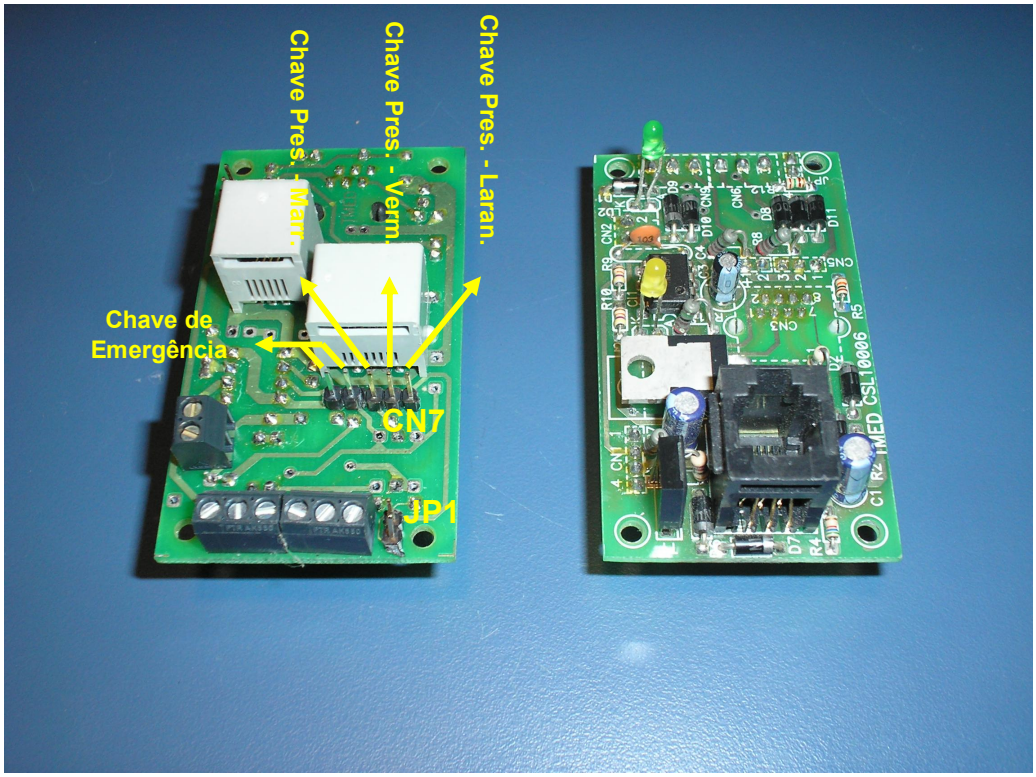

Figura 10 – UC para Caixas 4 x 2
i. ***Instalando a Chamada de Emergência***: na placa da UC, localize o borne rotulado com "**CN2**" como mostra a **Figura 10**. Na caixa de passagem onde está sendo instalada a UC, localize o fio CCI de duas vias que vem do painel de sinalização (veja o parágrafo **1.2** acima). Use uma chave de fenda 1/8"x3" para conectar as duas vias do cabo CCI ao borne **CN2**. A outra extremidade do fio CCI será conectada ao borne correspondente no Painel de Sinalização (PS). Veja a tabela de correlação entre os números das UCs e os bornes no **ANEXO 5**. Observe que, na extremidade do PS, as duas vias do fio CCI devem ser ligadas ao mesmo pino do borne.